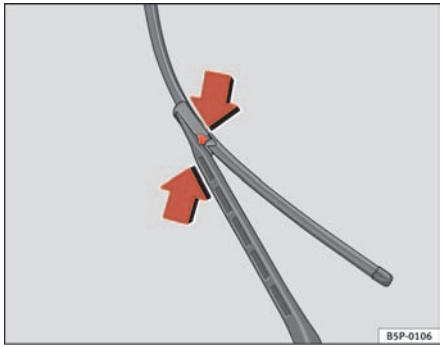

Fig. 165 Changing the front wiper blades
– Push the side buttons, free the blade and pull in the direction of the arrow ⇒ fig. 165.